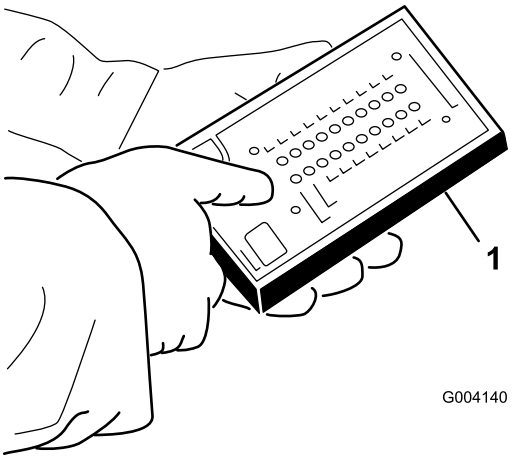

Рисунок 19
4. Подсоедините разъем диагностического прибора с дисплеем ACE к диагностическому разъему (Рисунок 19).